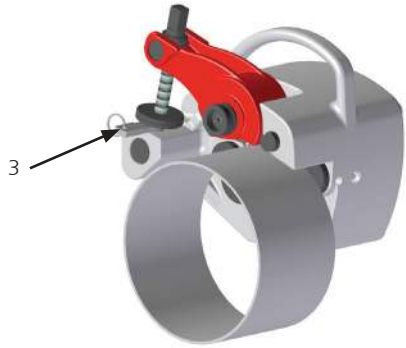

Figura 3
- Una volta stretta la vite guidata a mano e fissata la macchina sul tubo, posizionare il calibro di profondità (vedi figura 3, n. 3) tra la macchina e il dado di regolazione.